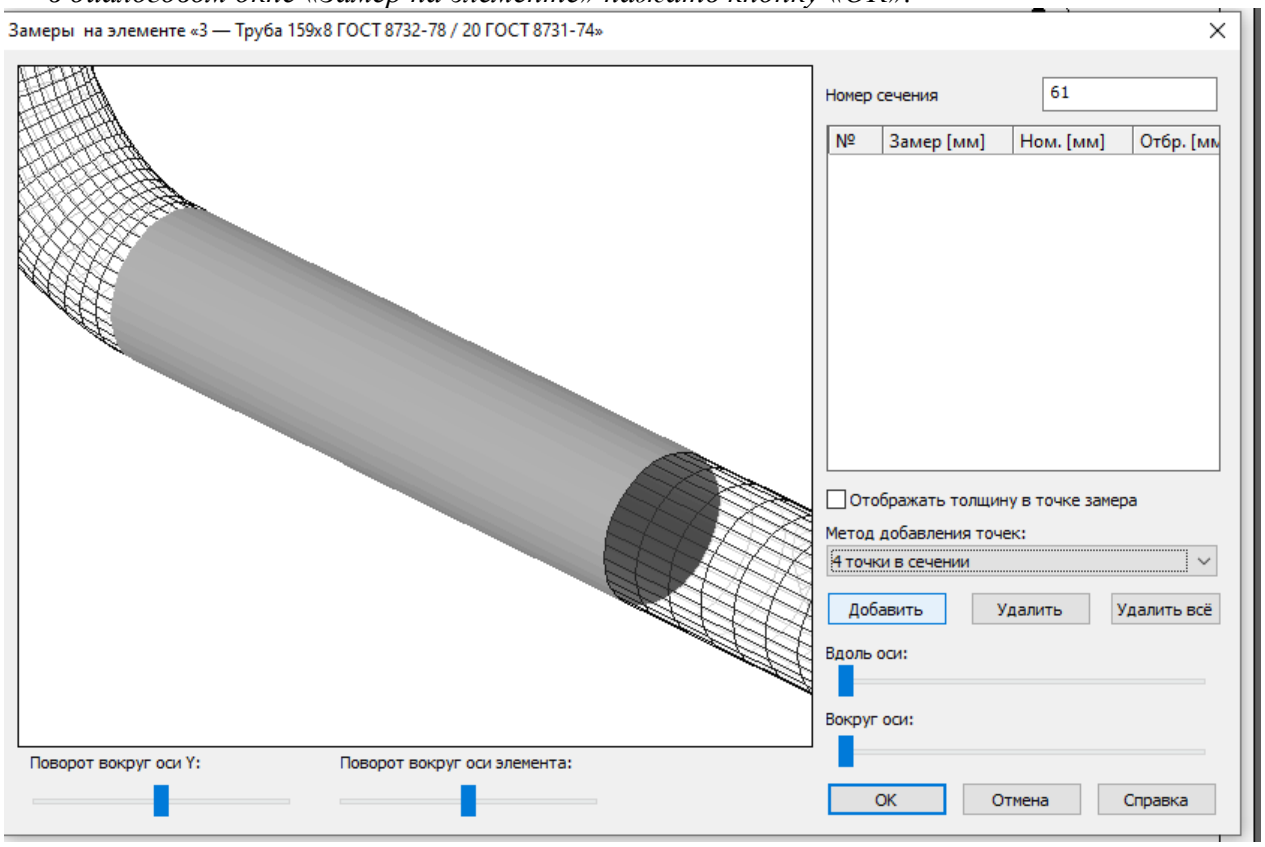

Рис. 1.10 – Диалоговое окно «Замер на элементе»
- *в появившемся диалоговом окне «Замер на элементе» (рис. 1.10) из выпадающего списка выбрать «Метод добавления точек» и нажать кнопку «Добавить»;*